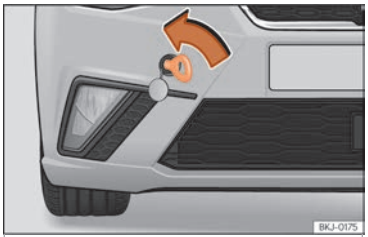

Fig. 46 Right side of the front bumper: towline anchorage in position.
- Screw the towing eye in the housing by turning it as far as it will go **anticlockwise** ››› Fig. 46 ››› ❶. Use a suitable object that can completely and securely tighten the towing eye in its housing.